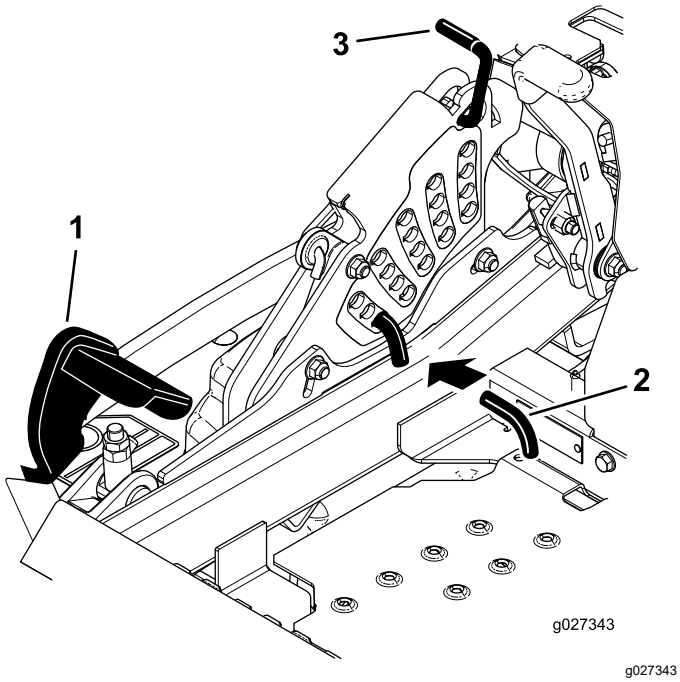

Figur 112
5. Tråkk løftepedalen for klippeenheten helt fremover slik at klippeenheten låses i transportstillingen på 14 cm (Figur 112).